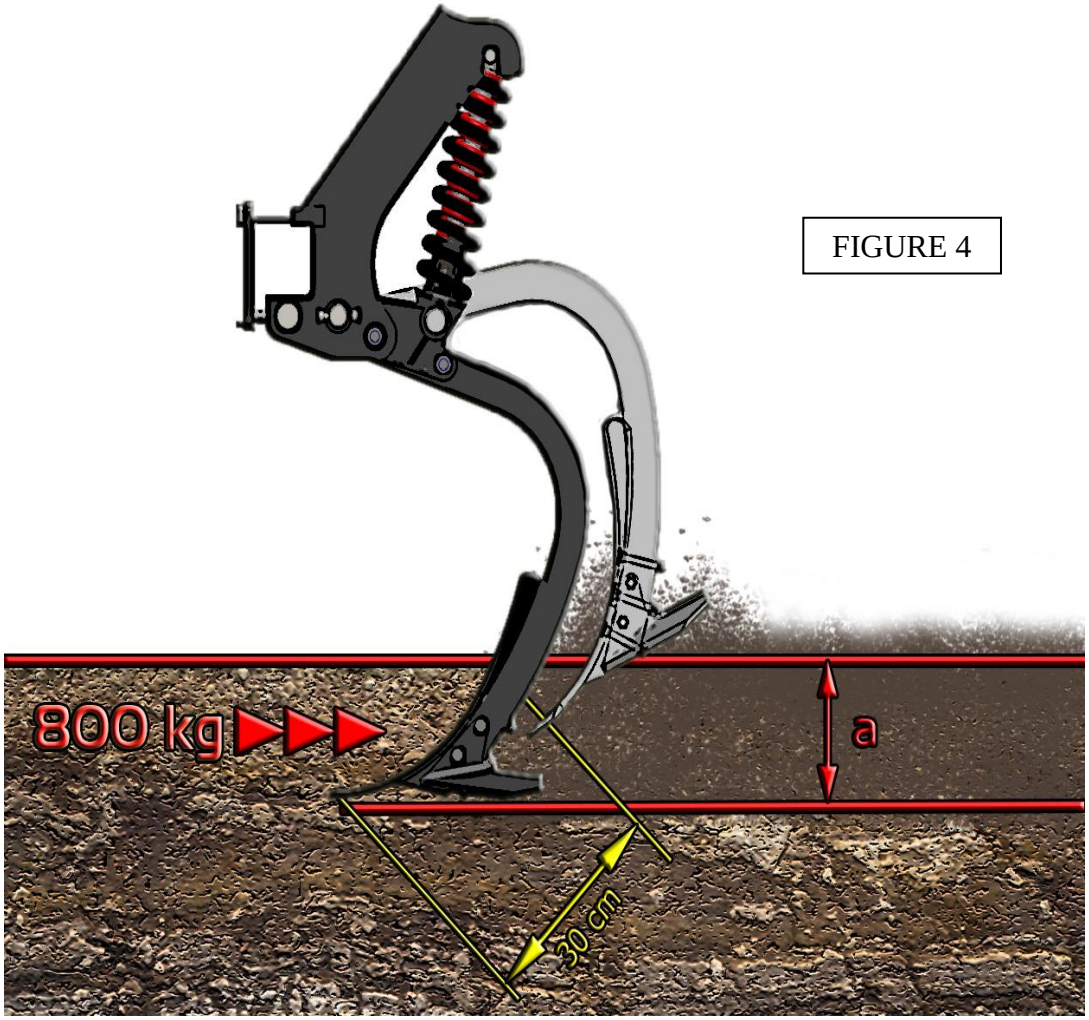

FIGURE 4
• Le système de sécurité, avec un mécanisme à double ressort développant une force de pression de 800 kgs à la pointe, peut permettre à la dent de se soulever et de reculer de 30 cm en cas d'obstacle ou de forte résistance. (Figure 4)